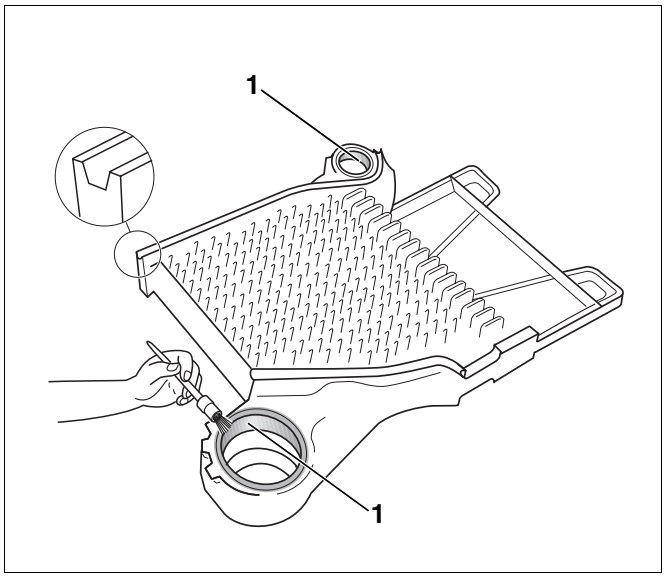

Afb. 7 Wrijf de ketelnaven in met menie
- Reinig de afdichtingvlakken van de ketelnaven (afb. 7, **pos. 1**) met een in benzine gedrenkte doek.
- Wrijf de menie gelijkmatig op de afdichtingvlakken van de ketelnaven (afb. 7, **pos. 1**).